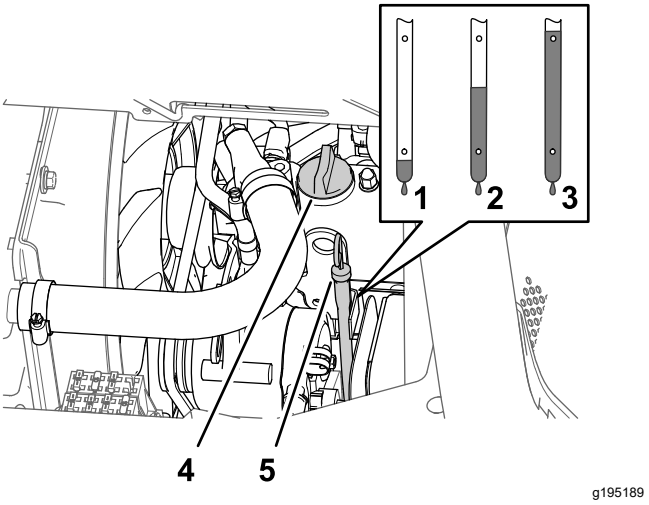

Figur 75
5. Ta bort oljepåfyllningslocket från ventilkåpans påfyllningsrör i motorn (Figur 75) och häll sakta i cirka 80 % av den angivna oljevolymen i motorn via oljepåfyllningsröret.
6. Ta ut oljestickan och kontrollera oljenivån i motorn (Figur 75).
7. Tillsätt långsamt ytterligare angiven olja så att nivån når upp till markeringen full på oljestickan (Figur 75).
8. Sätt tillbaka oljepåfyllningslocket på påfyllningsröret och oljestickan i sitt rör (Figur 75).